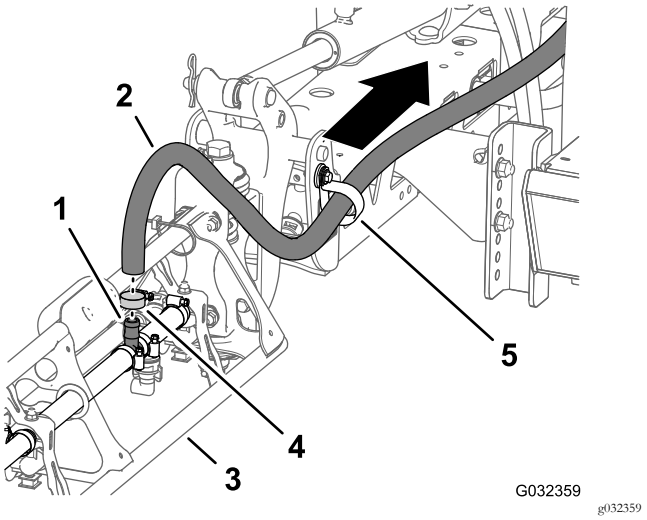

Figuur 42
1. Verwijder aan de buitenste spuitboom de slangklem waarmee de toevoerslang voor de spuitboom bevestigd is aan de geribde T-fitting (Figuur 42).
2. Verwijder de slang van de T-fitting (Figuur 42).
3. Verwijder het vrije uiteinde van de slang van de R-klem (Figuur 42).